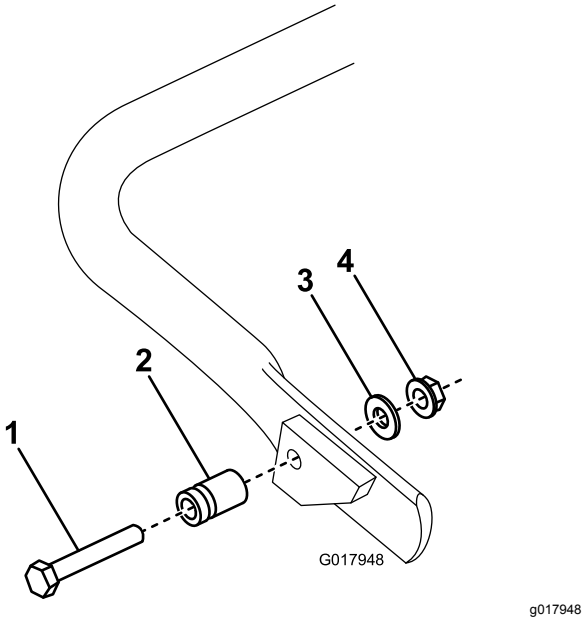

Rysunek 7
1. **Tylko w przypadku modelu 04056**, połącz kołek sprężyny z podpórką po prawej stronie (Rysunek 7) za pomocą dostarczonej śruby, podkładki i nakrętki kołnierzowej.